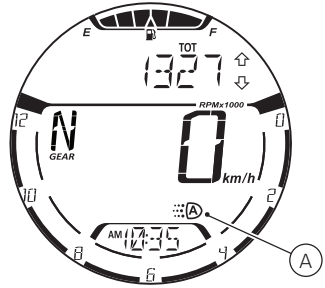

図 134
左側スイッチにあるボタン (5) を使用すと、DRL が “MANUAL” に設定されて消灯します。もう一度ボタン (5) を押すと、DRL が点灯して “AUTO” に設定されます。DRL が “AUTO” に設定されている時は、ディスプレイにマーク (A、図 134) が表示されます。
(図 134)
DRL がこのモードにある時、エンジン始動時にインストルメントパネルが外光が弱い状況 (NIGHT) を検出した場合は DRL が自動的に消灯し、ロービームランプが点灯します。一方、インストルメントパネルが外光の強い状況 (DAY) を検出した場合は、DRL が点灯し続け、ロービームランプが消灯したままになります。このモードでは、インストルメントパネルが検出した外光の明るさに応じて、DRL とロービームを自動的に切り替えます。ディスプレイにはマーク (A、図 134) が表示されます。